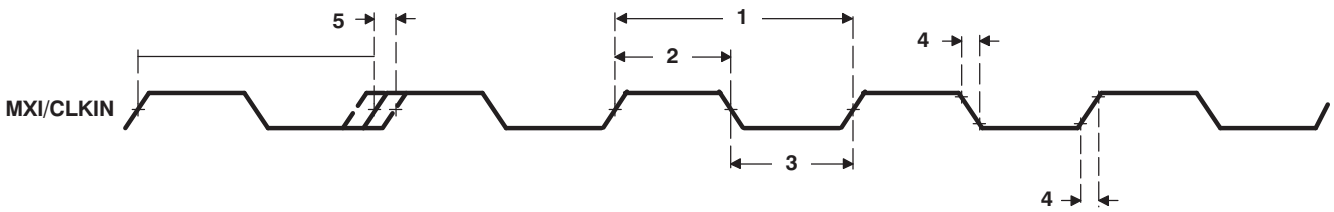

Figure 5-7. MXI1/CLKIN1 Timing
Table 5-5. Timing Requirements for MXI1/CLKIN1[(1) (2)] (see Figure 5-7)
Table 5-6. Timing Requirements for MXI2/CLKIN2[(1) (2)] (see Figure 5-7)